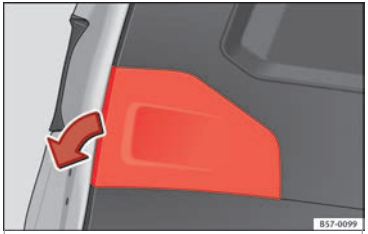

Fig. 112 Rear lid open: remove the lid.
1. Remove the rear lid cover in the direction indicated ››› **Fig. 112**.